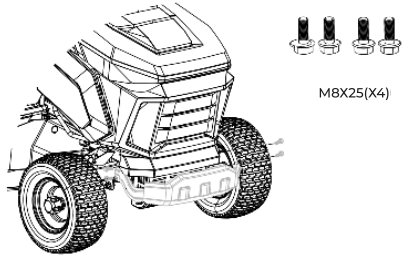

Рис. 6
6.5 Установка переднего бампера (рис. 6)